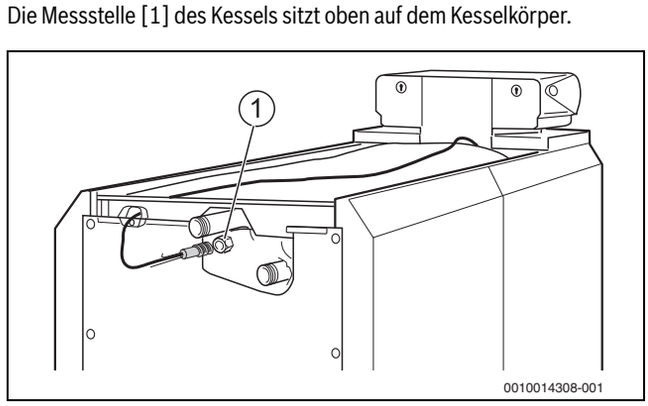

Bild 27 Temperaturfühler in Tauchhülse einführen
Die Fühler des Sicherheitstemperaturbegrenzers (STB) und des Temperaturreglers (TR) müssen am Installationsort (→ Bild 27, Seite 27) auf der Kesseloberseite montiert werden.